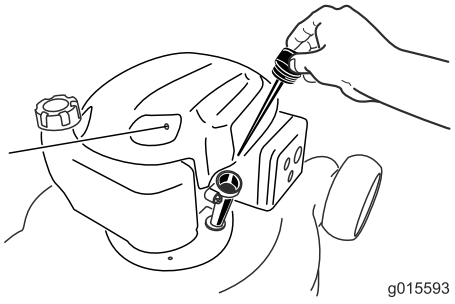

Figuur 11
2. Neem de peilstok eruit (Figuur 11) en giet ongeveer 3/4 van de capaciteit van het oliecarter in de vulbuis.